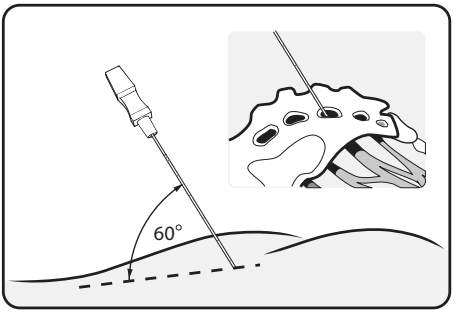

Afbeelding 5. Breng de foraminale naald in onder een hoek van 60 graden
2. Plaats de naald in het foramen onder een hoek van ongeveer 60 graden ten opzichte van het botoppervlak. De zenuw loopt langs het superieure mediale aspect van het foramen. (**Afbeelding 5**)